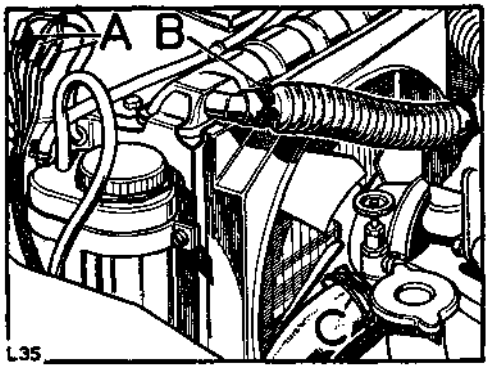

**Fig. Q1-8. Coolant hose and lead connectors**
2. Make the electrical connections at the snap connectors, referring to Fig. Q1-8 and the appropriate circuit diagram, if necessary, in Section N.
3. Connect the coolant hoses and replenish the engine coolant system, allowing a free flow through the drain taps before closing them. Fig. Q1-8 refers.